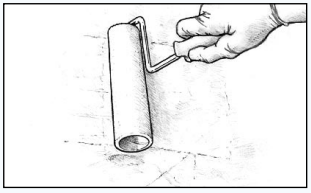

Figur 30 Rul let og tilfældigt på et lille område. Spred epoxyen til en tynd, jævn film.
4. Rul let og tilfældigt på en område på cirka 600 mm x 600 mm for at fordele epoxyen jævnt på hele området *(Figur 30)*.